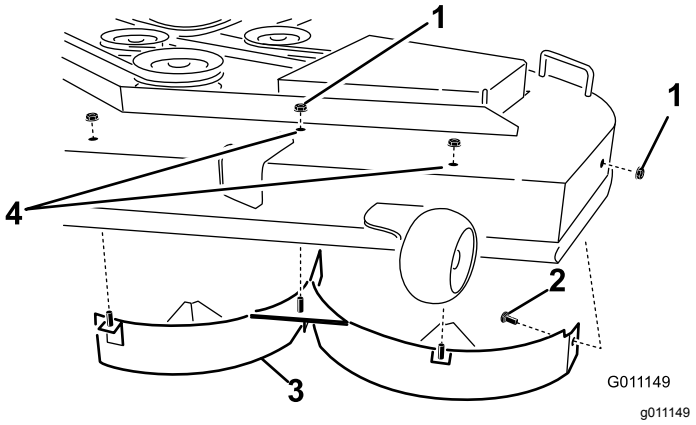

Figur 12
4. Fjern de to låsemutterne (5/16 tomme) som er festet til de sveisede tappene på den venstre skjermen oppå klippeenheten i midtre og til venstre for midtre,stilling (Figur 12).
6. Fjern den venstre skjermen fra klippeenheten som vist i Figur 12.